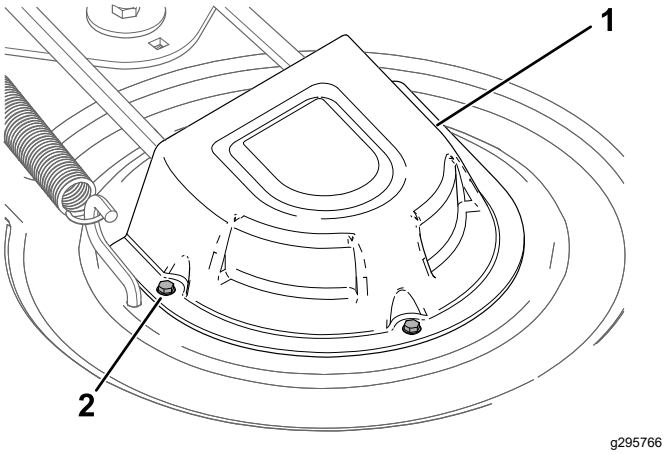

Figuur 55
4. Zet de schroeven los en verwijder de poeliekappen (Figuur 55).